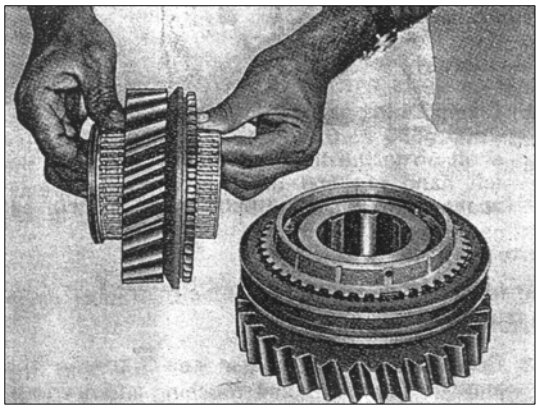

РИС. 214
3) Установите блокирующее кольцо синхронизатора 3-й передачи в собранный синхронизатор. Установите ведомые шестерни 2-й и 3-й передач на синхронизатор (см. рис. 214).